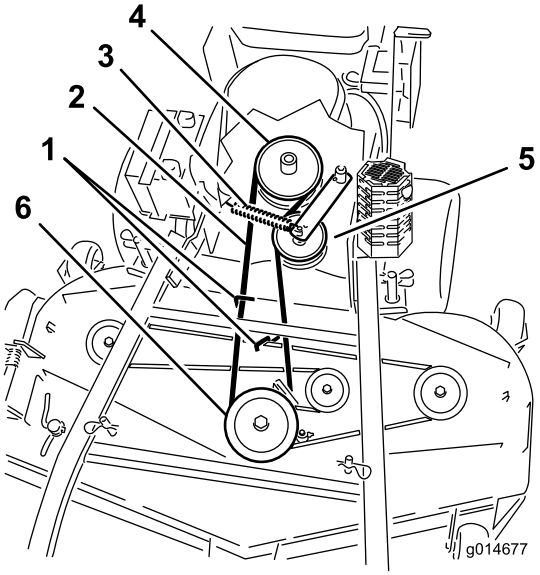

Figura 50
6. Retire la correa de la polea central de la carcasa del cortacésped (Figura 50).
7. Retire la correa de la polea del motor y la polea tensora tensada con muelle (Figura 50).
8. Instale la correa nueva sobre la polea del motor y sobre la polea tensora tensada con muelle (Figura 50).
9. Coloque la correa en la polea central de la carcasa del cortacésped (Figura 50).
11. Ajuste la guía de la correa a una distancia de 3 mm (1/8 pulgada) de la correa (Figura 50).